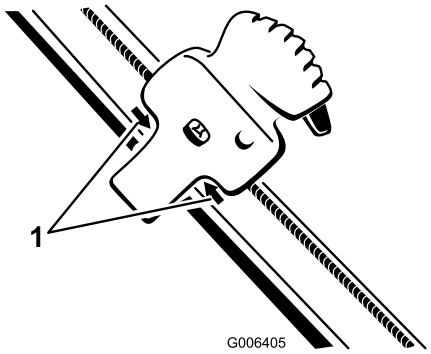

Figur 39
2. Placera Quick Shoot-reglaget mellan de båda pilarna på det övre handtagets högra sida (Figur 39).